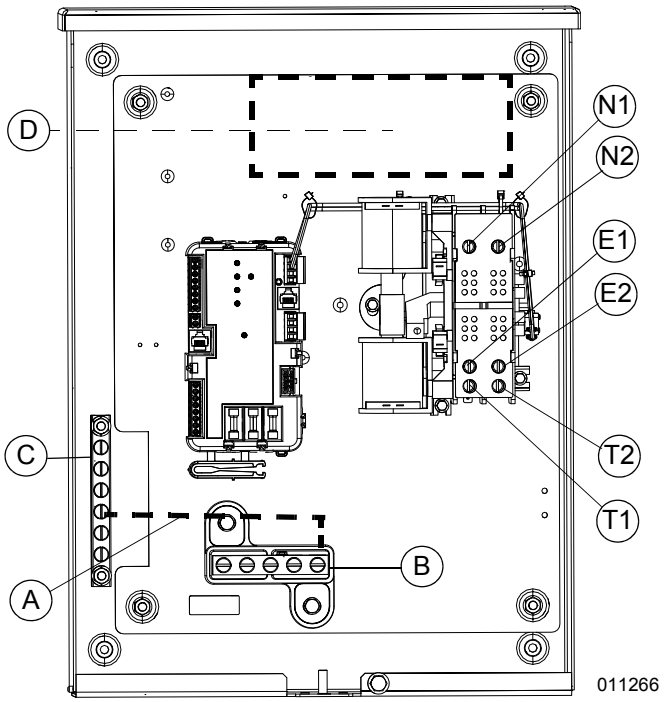

Figura 3-3. Conexiones de cableado, unidad de 100 A
NOTA: El modelo con clasificación para entrada de servicio de 100 A tendrá una desconexión de servicio en el área (D) de la ***Figura 3-3***.